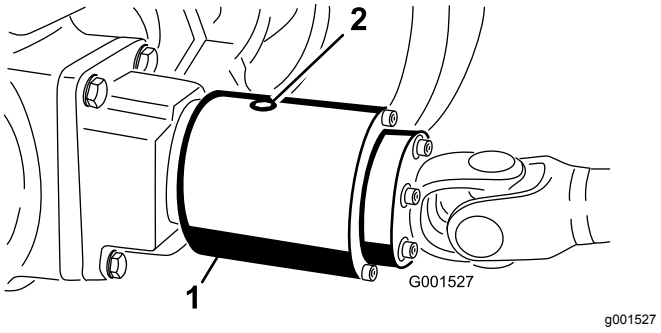

**Figur 61**
3. Drej koblingen, så kontrolproppen er rettet ind efter kl. 6-positionen. (Figur 61).